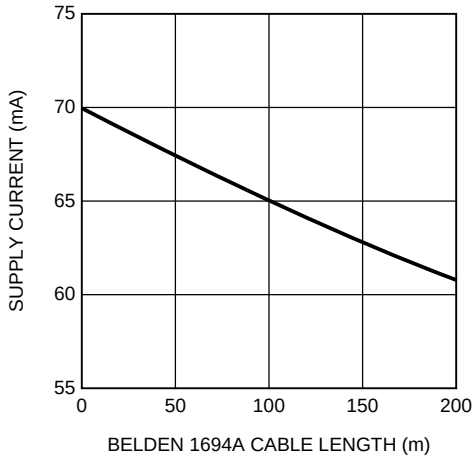
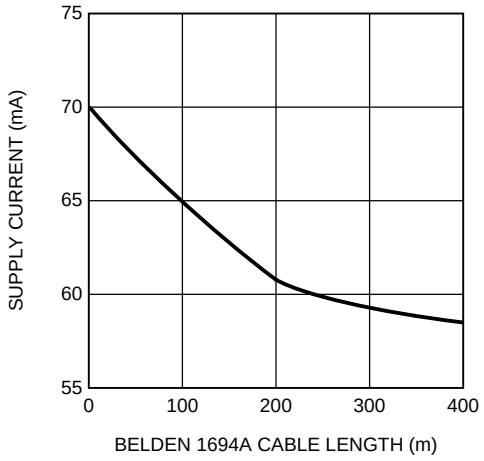

Figure 2. Supply Current vs. Belden 1694A Cable Length, 1.485 Gbps
Figure 3. Supply Current vs. Belden 1694A Cable Length, 270 Mbps
(1) Current flow into device pins is defined as positive. Current flow out of device pins is defined as negative. All voltages are stated referenced to V_{EE} = 0 Volts.
(2) Typical values are stated for V_{CC} = +3.3V and T_A = +25°C.
(3) Specification is ensured by characterization.
(4) The maximum input voltage swing assumes a nonstressing, DC-balance signal; specifically, the SMPTE-recommended color bar test signal. Pathological or other stressing signals may not be used. This specification is for 0m cable only.
(5) Supply current depends on the amount of cable being equalized. The current is highest for short cable and decreases as the cable length is increased. Refer to Figure 2 and Figure 3.
The supply current (I_{CC}) depends on the amount of cable being equalized. The current is highest for short cable and decreases as the cable length is increased. Figure 2 shows supply current vs. Belden 1694A cable length for 1.485 Gbps data and Figure 3 shows supply current vs. Belden 1694A cable length for 270 Mbps data.